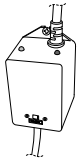

FIGURE 8
20. Once power is activated you can check the ballast (12), Figure 8, to see if the ClearRay is functioning; it has two LED indicator lights the green indicating incoming power flow and the red indicating the system is properly working.